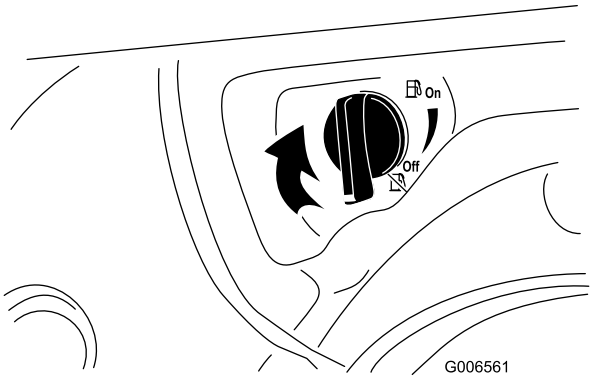

Figur 25
4. Steng drivstoffavstengningsventilen ved å rotere den med klokken (Figur 25).